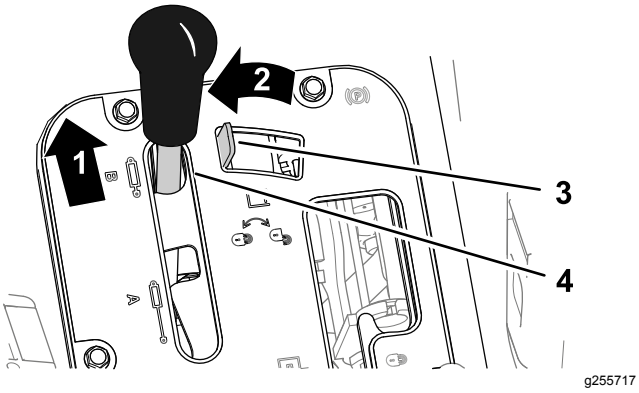
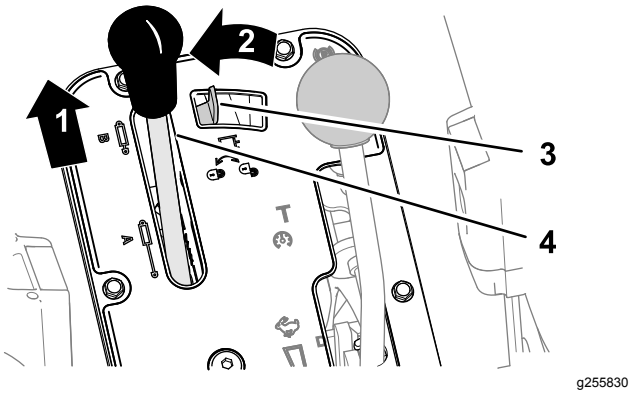

Figur 83
Figur 84
1. Skyv den hydrauliske løftespaken fremover (Figur 83 eller Figur 84).
2. Flytt låsen for den hydrauliske løftespaken til venstre for å aktivere den (Figur 83 eller Figur 84).